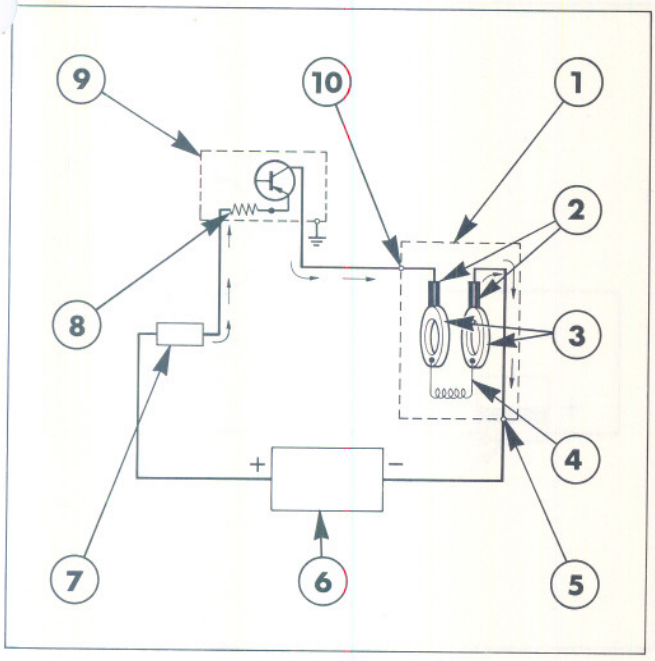

Figure 13
1. The results of this test will indicate if battery voltage and current, controlled by the key starter switch, is passing through the voltage regulator and into the rotor (field) winding to provide initial excitation of the alternator. Figure 13 shows the circuit involved.
1. This test will determine if the electrical circuit (field winding) of the alternator rotor is in good condition. The field circuit, including the brush assembly, is shown in Figure 13. High field current may produce uncontrolled alternator output and probable damage to the voltage regulator. Low field current will result in low alternator output.